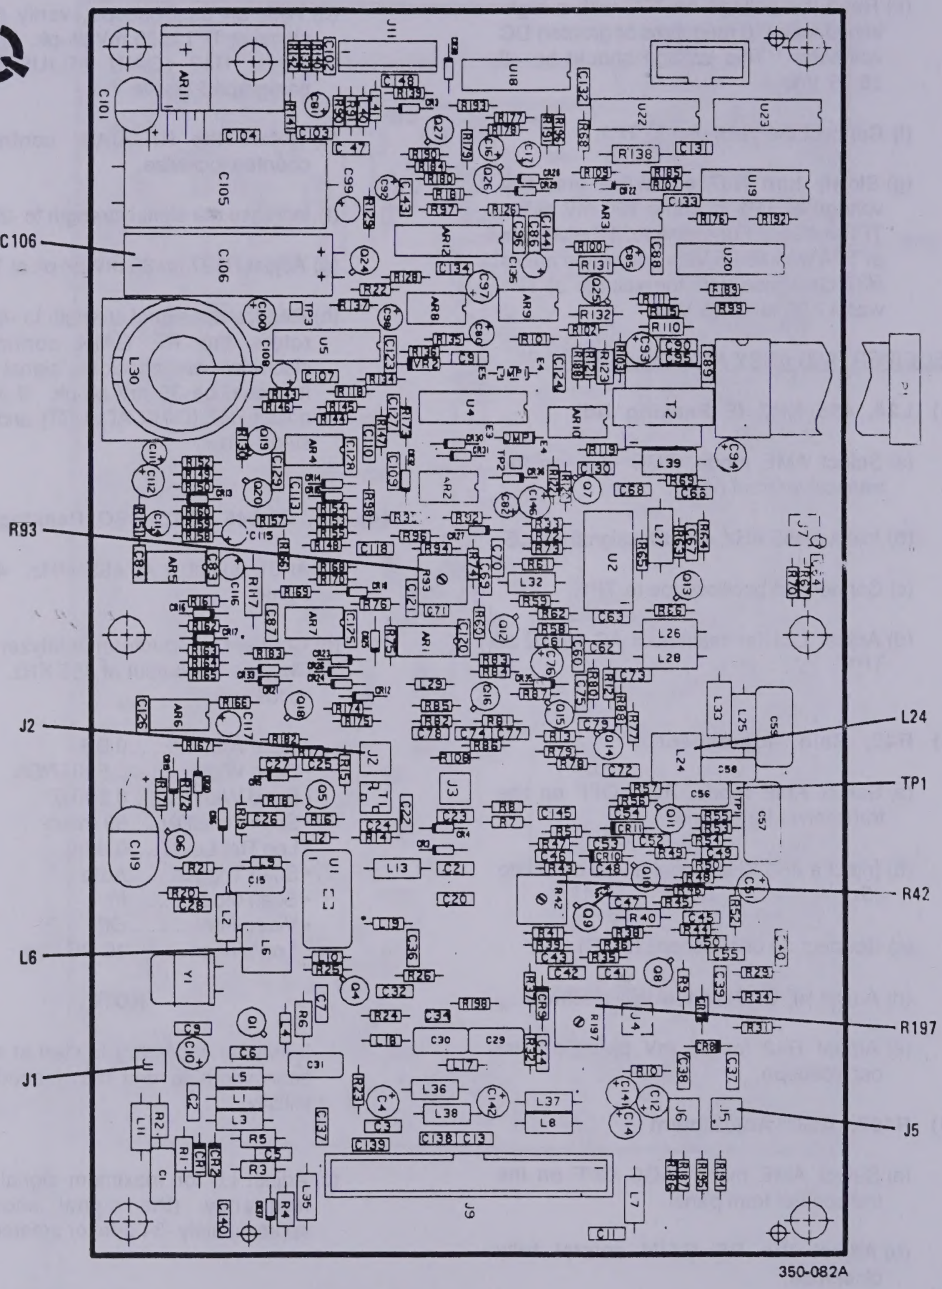

Figure 6-8. Receiver PWB Assy
g. RECEIVER PWB ASSY A1A7 (figure 6-8).
(1) L24, 455 KHZ IF Peaking Adj.